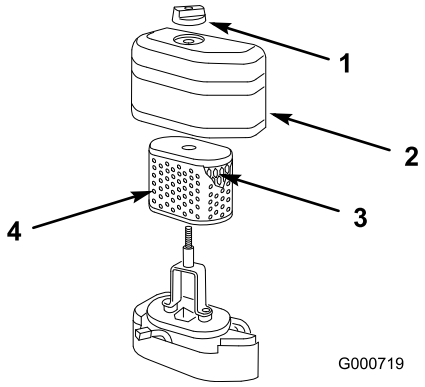

Figur 28
2. Skru knappen af, og afmonter luftfilterdækslet (Figur 28).